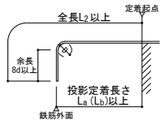

図２　仕口内に90°折曲げ定着する鉄筋の投影定着長さ（LaまたはLb）
(1)　仕口内に90°折曲げ定着する鉄筋の定着長さは、図２に示すように定着起点（仕口面）から鉄筋先端までの全長を直線定着の長さL2 以上かつ余長を8d以上とし、定着起点から鉄筋外面までの定着投影長さをLaまたはLbとする。